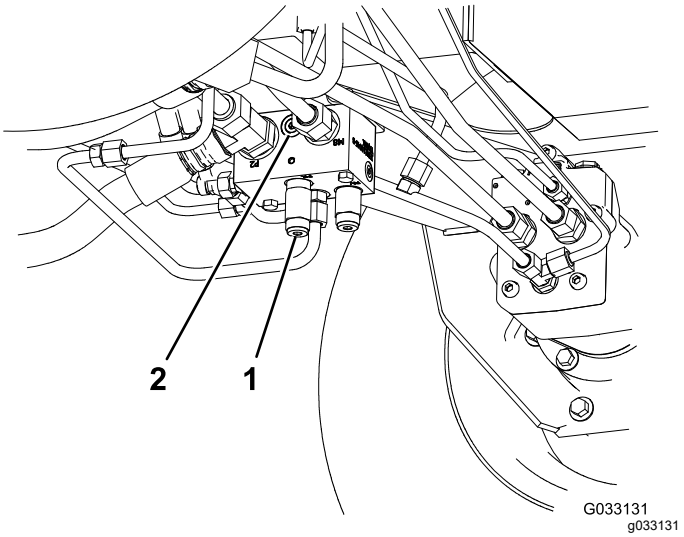

Rysunek 39
- Nr części Toro 95-0985, złącze sprzęgające (2)
- Nr części Toro 340-77, złącze hydrauliczne (2)
1. Podłącz złącze diagnostyczne do nieoznaczonego gniazda znajdującego się między gniazdami M8 i P2 na tylnym kolektorze napędowym (Rysunek 39).